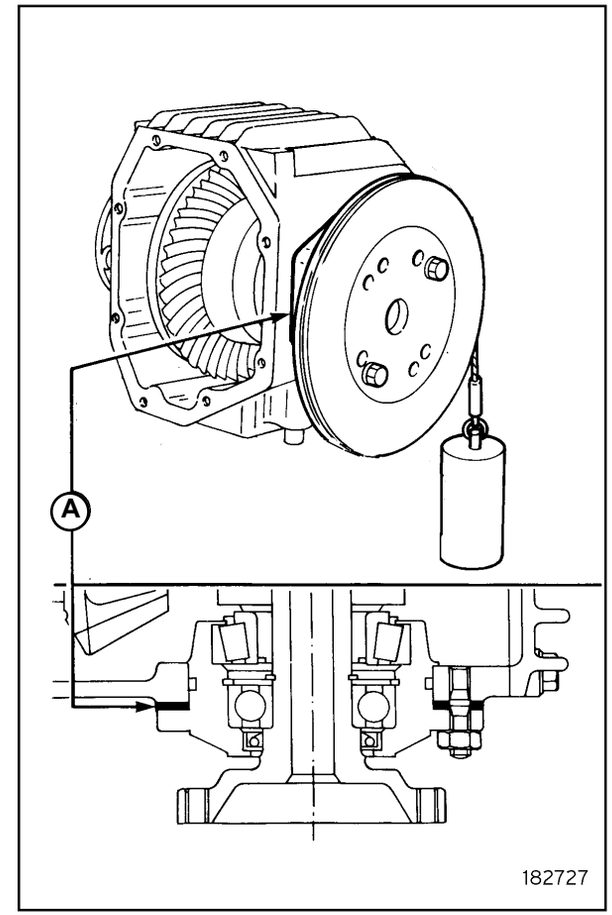

Fig.2
- Work on adjusting shim (**A-Fig.2**) if this is not so: